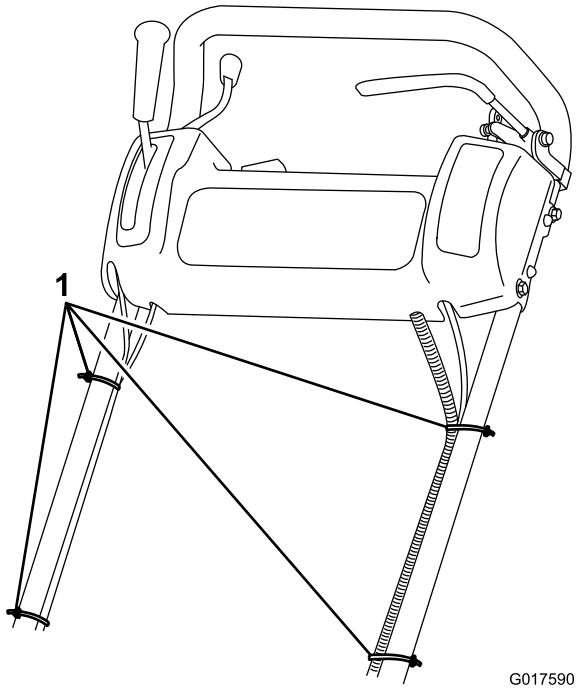

Figur 5
8. Fäst kablarna och kablaget vid handtaget med kabelband (Figur 5).